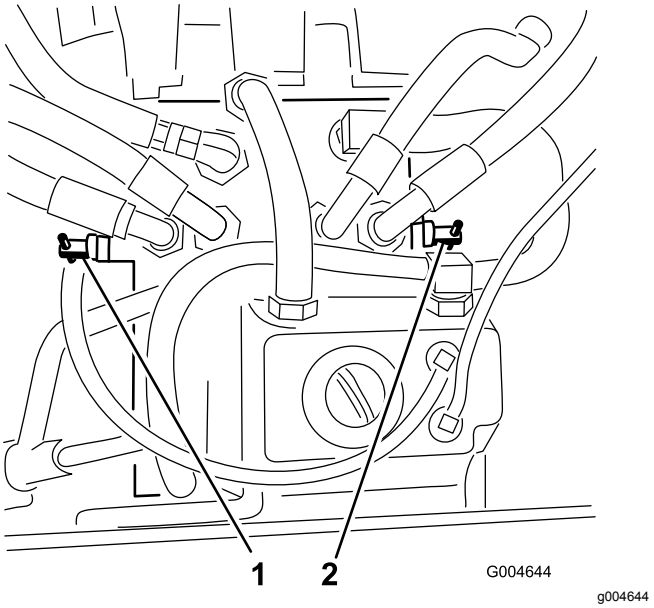

**Rysunek 25**
2. Znajdź zawory obejściowe (Rysunek 25) i obróć każdy zawór obejściowy o 1 obrót w lewo.
4. Zamknij zawory, obracając każdy z nich o 1 obrót w prawo (Rysunek 25).